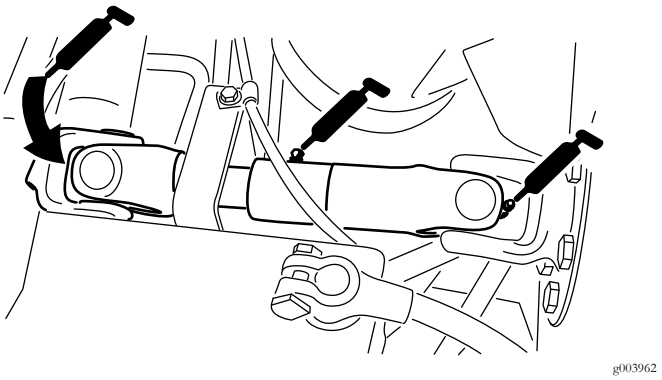

**Figura 29**
- Giunto ad U del semiasse fra motore e pompa (3)—Figura 29